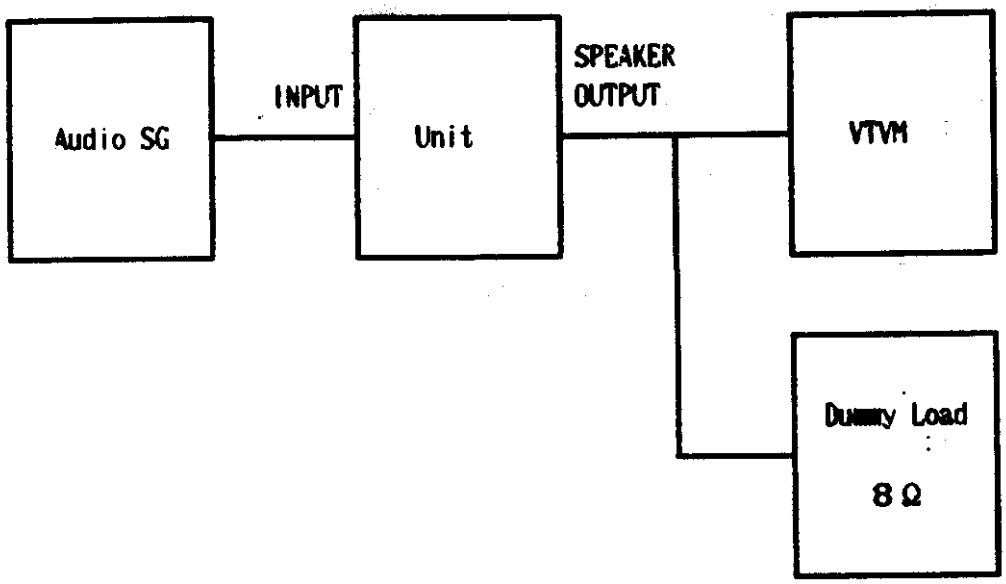

Fig. 1
2) Connect the test equipments to the unit as shown in Fig. 1.